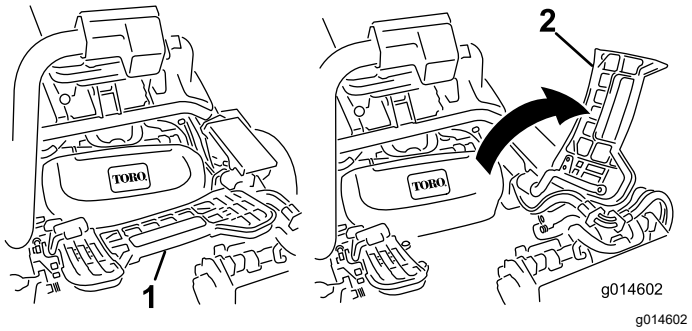

Figura 64
2. Eleve o apoio de pé e incline-o para aberto, permitindo o acesso à posição da unidade de corte central (Figura 64).